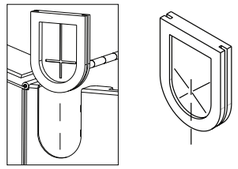

Figure 7
1. Remove horseshoe grommet in cable entry path (top or bottom entry) and split as shown **(Figure 7)**.
3. Remove horseshoe grommet in cable entry path (top or bottom entry) and split as shown. Place cable assembly in horseshoe grommet and place back into slot **(Figures 7 & 8)**.
7. Split horseshoe grommet and place onto incoming cable. Slide back into slot on enclosure **(Figures 7 & 8)**.